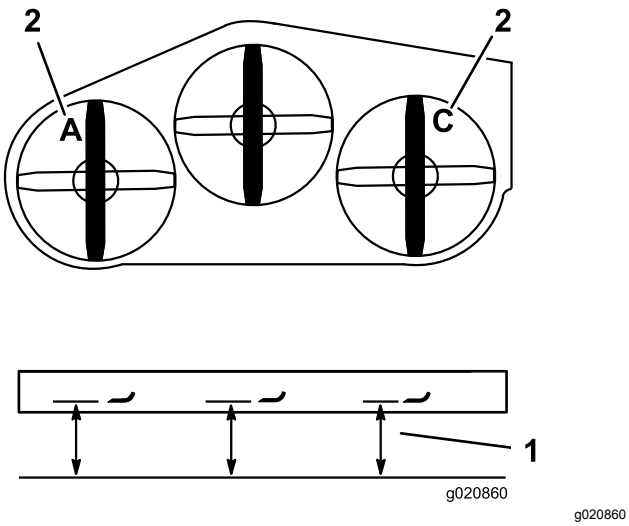

Figuur 85
3. Meet het linkermes bij punt **A**. Meet de afstand tussen een horizontaal oppervlak en de snijrand van het maaimes en noteer deze afstand (Figuur 85).
4. Meet het rechtermes bij punt **C**. Meet de afstand tussen een horizontaal oppervlak en de snijrand van het maaimes en noteer deze afstand (Figuur 85).
7. Stel de stelbouten in de gaffels af bij punten **A** en **C** zodat u de gewenste hoogte verkrijgt (Figuur 85).
3. Meet het rechtermes bij punt **C**. Meet de afstand tussen een horizontaal oppervlak en de snijrand van het maaimes en noteer deze afstand (Figuur 85).